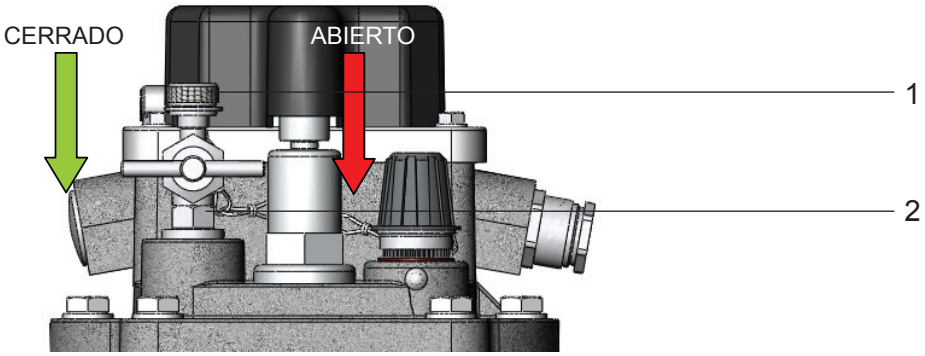

Figura 2 - Válvula de purga
- Desatornille la tuerca de sombrerete pequeña (Figura 2/1) desde la válvula de purga (Figura 2/2)